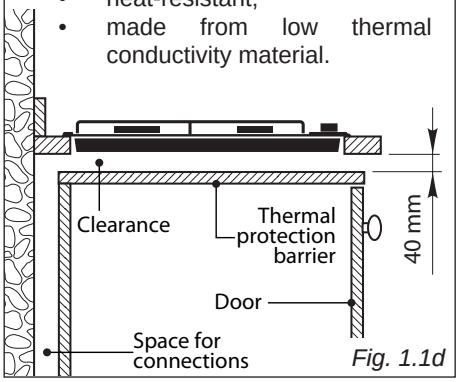

Fig. 1.1d
- If the cooktop is installed directly above an oven (which does not have a cooling fan motor) a thermal protection barrier must be installed below the base of the cooktop as indicated in fig. 1.1d.
- If the cooktop is installed directly above an oven (which does not have a cooling fan motor) or if its base is accessible through a cupboard or drawer space after installation, a thermal protection barrier must be installed below the base of the cooktop as indicated in fig. 1.1d.
- If the base of the cooktop is accessible through a cupboard or drawer space after installation, a thermal protection barrier must be installed below the base of the cooktop as indicated in fig. 1.1d.